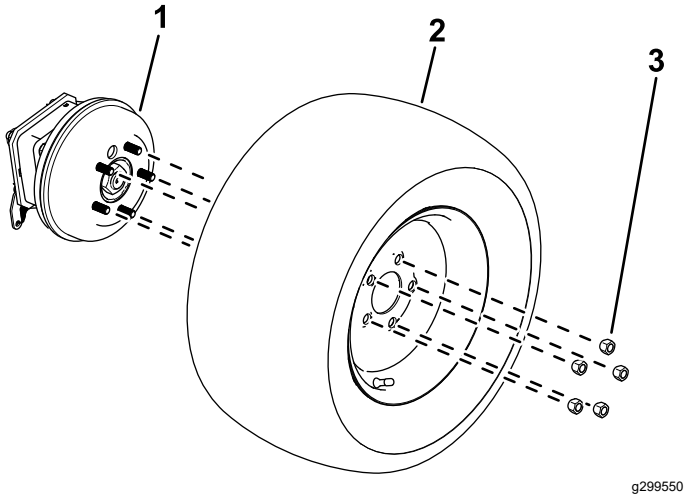

Bild 11
2. Lösen und entfernen Sie die Radmuttern (Bild 11).
3. Nehmen Sie Räder von den Radnaben ab (Bild 11).
1. Verwenden Sie die zuvor entfernten Radmuttern, um die Räder an der Radnabe zu befestigen (Bild 11).